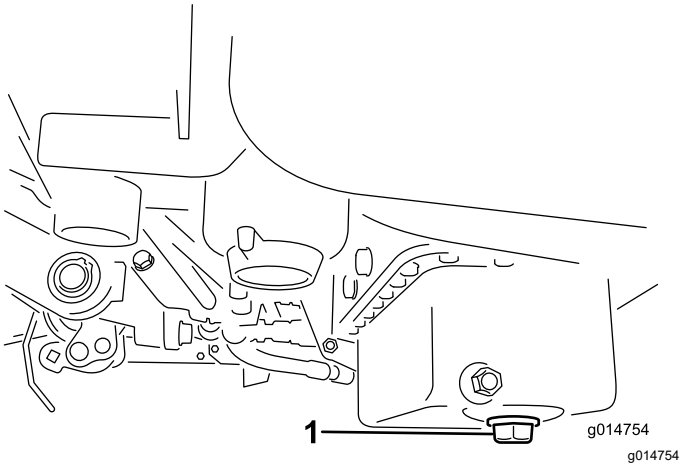

Figur 32
1. Fjern aftapningsproppen, og lad olien løbe ned i en bakke. Monter aftapningsproppen igen, når olien holder op med at løbe (Figur 32).